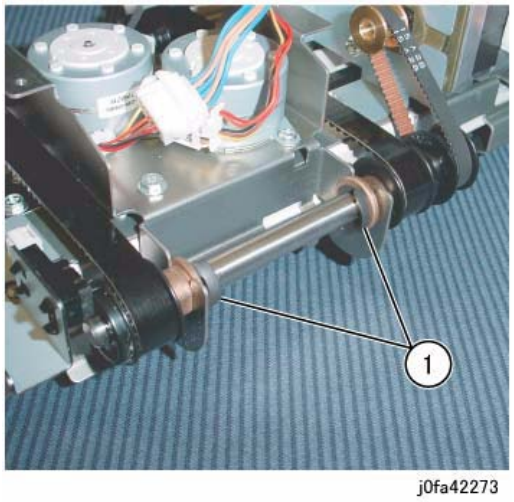

Figure 2 Removing the KL-Clips
5. Remove the KL-Clips from the Eject Shaft (Figure 2):